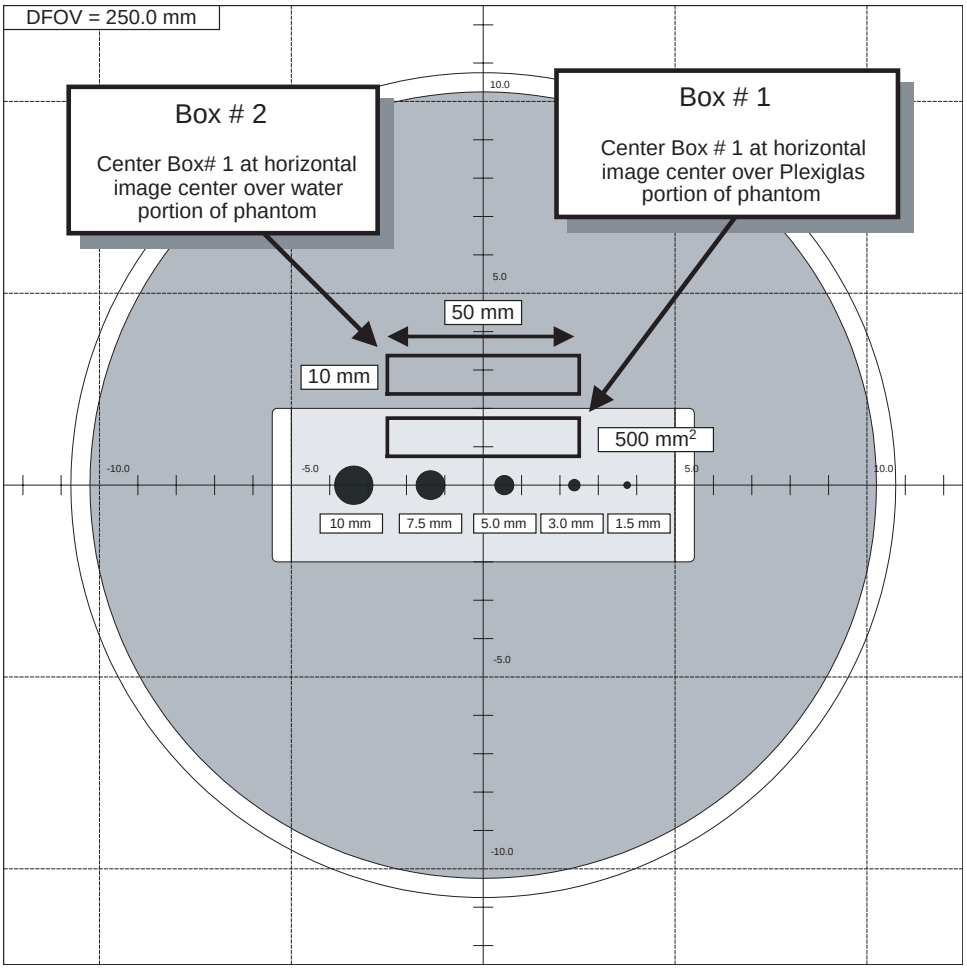

Figure 11-2 20cm QA#2 Phantom Low Contrast Detectability - Building and Placing Reference ROI Boxes
If required, magnify the image to adjust to proper dimensions. See Figure 11-2 for additional ROI size and placement information.
If required, magnify the image to adjust to proper dimensions. See Figure 11-2 for additional ROI placement information.
a.) Adjust the Window setting of the image to 20 by simultaneously holding the center mouse button down while dragging the cursor to the left. Adjust level for a viewable image as shown in Figure 11-2.
b.) Position the reference ROI Box built in step 2 on the Plexiglas portion of the QA#2 phantom image without touching the water portion or the hole pattern. See Figure 11-2.
e.) Reposition Box # 2 over the water portion of the QA#1 phantom image and directly above Box # 1 (Box # 2 position in Figure 11-2).
a.) While viewing the 1st, 3rd, 5th, and 7th images, indicate in Table 11-3 the number of holes that can be visually distinguished. See Figure 11-2.